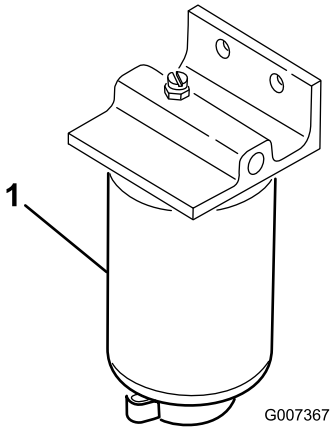

Figur 45
1. Plasser en ren beholder under drivstoffilteret (Figur 45).
2. Rengjør området der filterboksen skal festes (Figur 45).